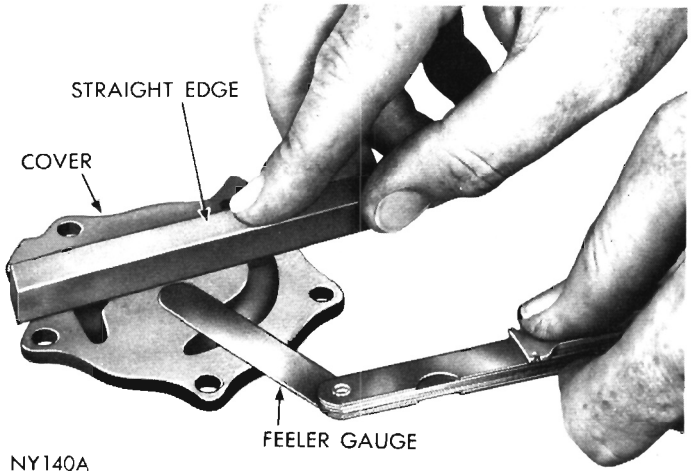

Fig. 51—Measuring Oil Pump Cover Flatness
(1) Clean all parts thoroughly. Mating face of oil pump cover should be smooth. Replace cover if it is scratched or grooved.
(2) Lay a straightedge across the oil pump cover surface (Fig. 51). If a .0015 inch feeler gauge can be inserted between cover and straightedge, cover should be replaced.